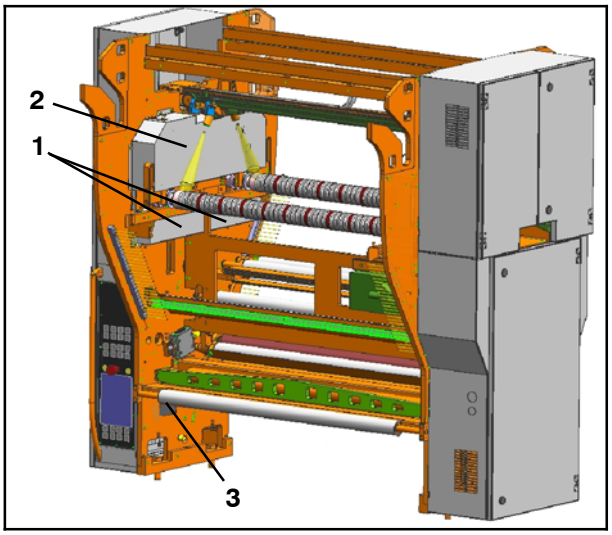

Fig. 7 Vue du côté entraînement
- Les dispositifs de protection (Fig. 7/1 et Fig. 7/2) situés en dessous et au- dessus des rails supports sont vissés.
- Le dispositif de protection (Fig. 7/3) est vissé.